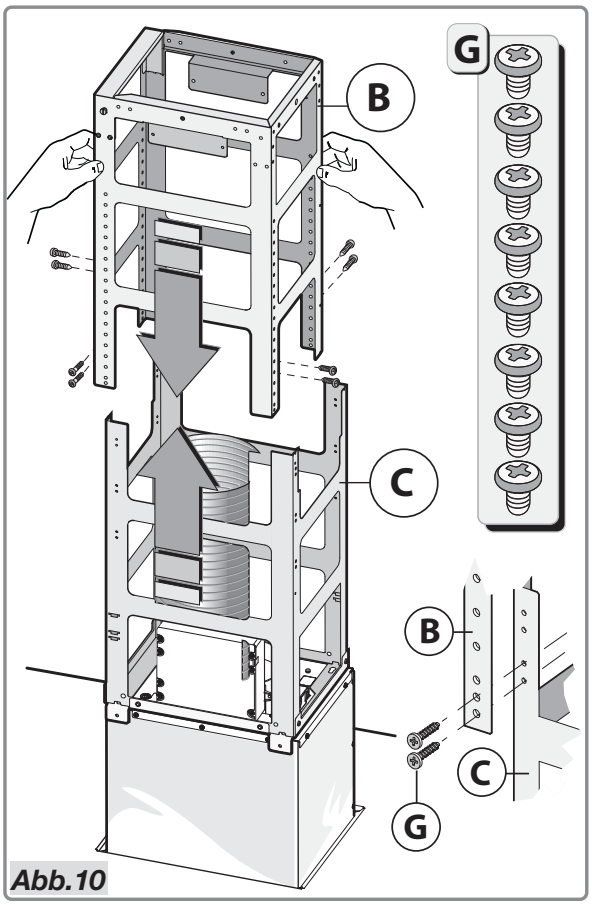

Abb.10
- Verstellen Sie die Höhe entsprechend der Messungen aus Abb.10 und befestigen Sie die Konstruktion mit den 8 mitgelieferten Schrauben **G**.